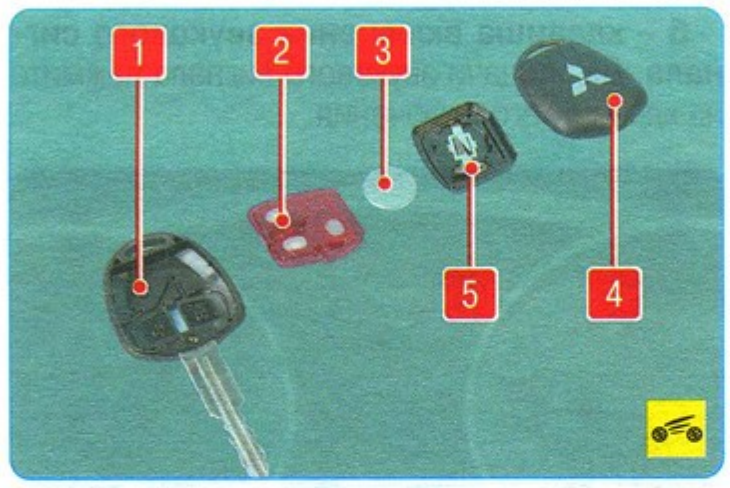

Рис. 1.9. Ключ с пультом дистанционного управления:
1. Выверните винт крепления крышки 4 (рис. 1.9) держателя ключа...